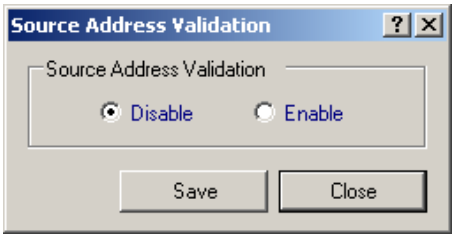

Figure 4-22 Source Address Validation Dialog Screen
1. Select **Utility/DNP/Source Address Validation** from the TapTalk toolbar. TapTalk will display the "Source Address Validation" dialog screen (Figure 4-22).